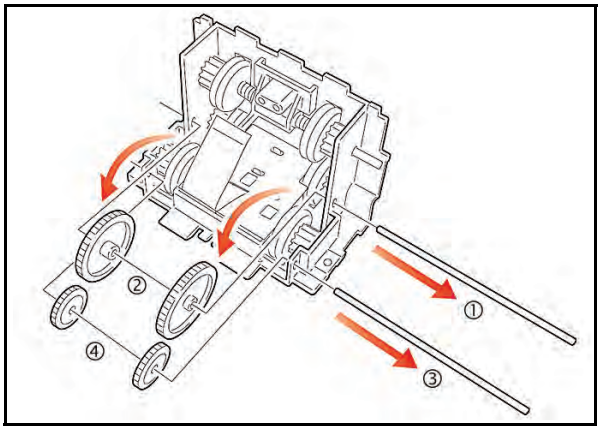

Figure 4-20 Upper Guide Gear Removals
3. Pull the two shafts out and remove the two small and two large gears as illustrated by the arrows in Figure 4-20 ① through ④.